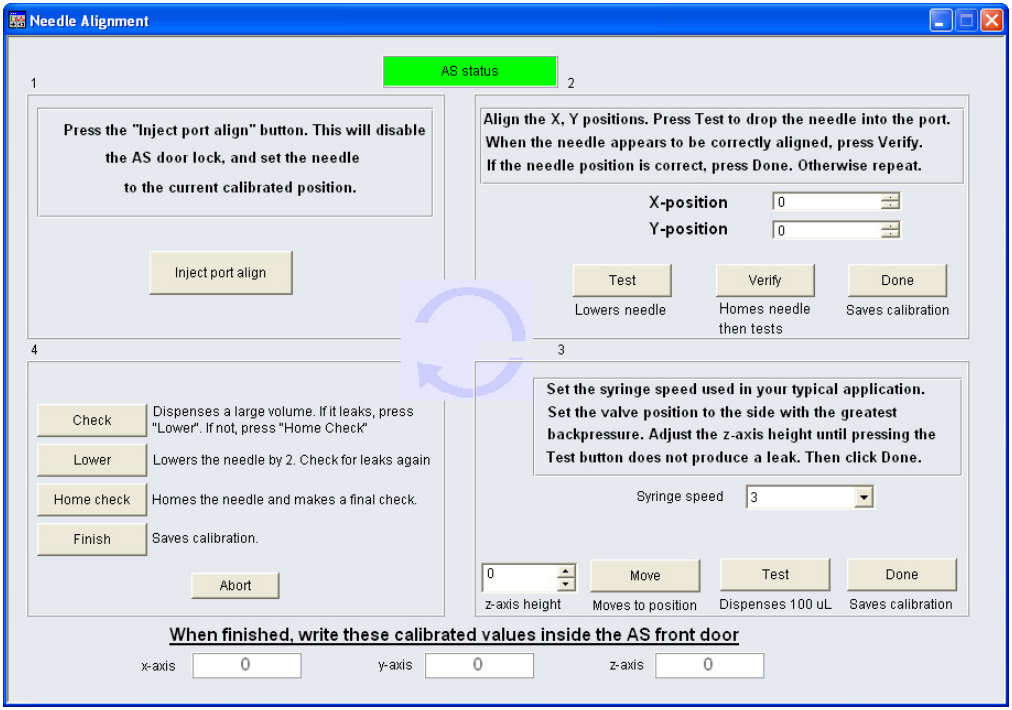

Figure 5-25. Chromeleon Needle Alignment Panel
3. Under **Wellness**, click the **Needle align** button. The Needle Alignment panel appears (see Figure 5-25).